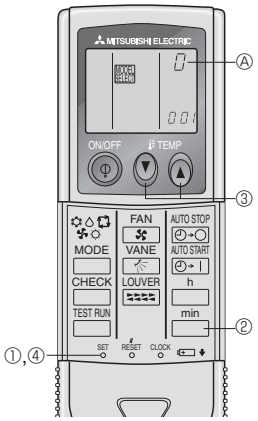

Fig. 6-9
3) Operación de ajuste del número de par del controlador remoto inalámbrico por infrarrojos (Fig. 6-9)
① Pulse el botón SET con algún objeto puntiagudo.